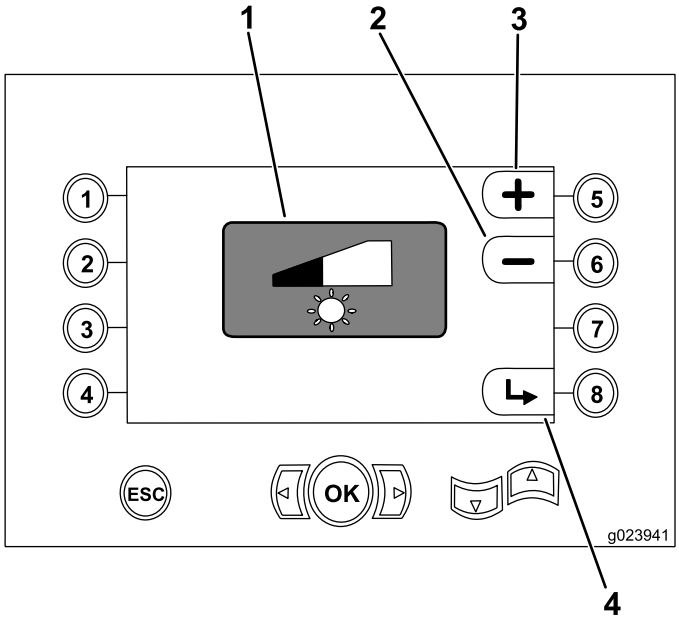

Rysunek 38
- Przycisk 5 — zwiększenie jasności wyświetlania (Rysunek 38)
- Przycisk 6 — zmniejszenie jasności wyświetlania (Rysunek 38)